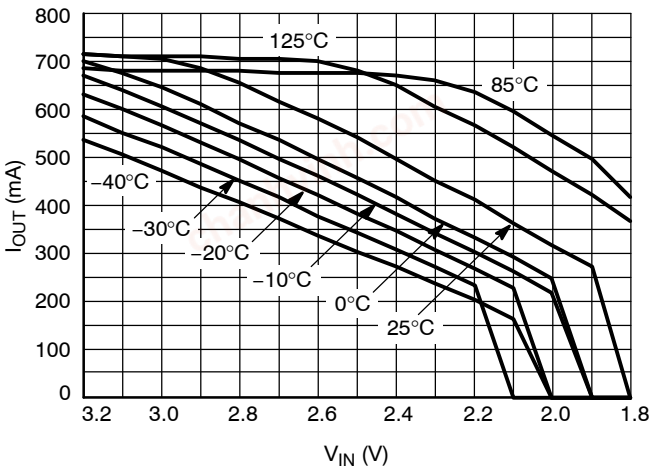

Figure 22. Output Current Capability for the 1.5 V Version
22. For output current capability for T_A < 0°C, please refer to Figure 22.